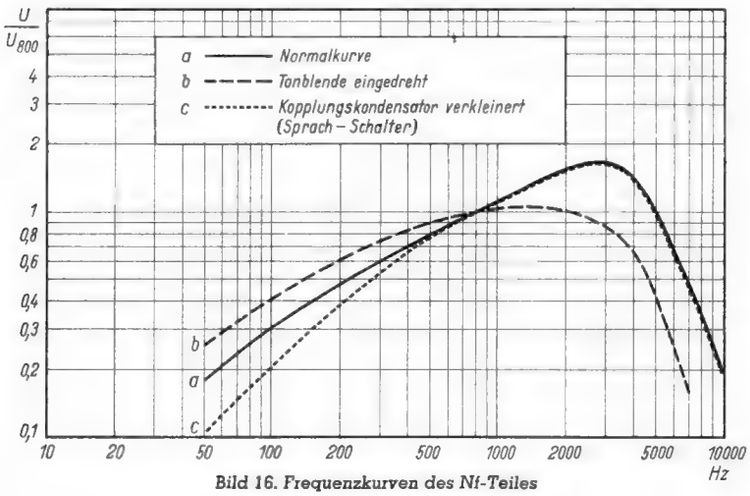

Bild 16. Frequenzkurven des Nf-Teiles
Im Modell ergab sich die Kurve a in Bild 16. Es ist deutlich der Verlust der tiefen Töne durch die zu kleine Drossel im Ausgang zu erkennen.
8. Kopplungskondensator 10 000 pF vor dem Gitter der Endröhre auf 500 pF verkleinern und neue Kurve aufnehmen (Bild 16, Kurve c). Ergebnis: Tiefe Töne werden stärker unterdrückt; diese Anordnung wurde als sog. „Sprachschalter" bisweilen in Qualitätsempfängern angebracht, um die für Musik überbetonten Basse bei Sprache abzumildern.
9. Tonblendenwirkung untersuchen. Kapazität von 500 pF zwischen 42...5 anschließen und Frequenzkurve aufnehmen. Ergebnis: (Bild 16, Kurve b): Hohe Töne werden unterdrückt und die Tiefen dadurch scheinbar angehoben.